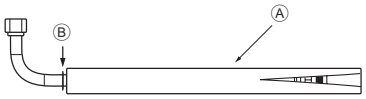
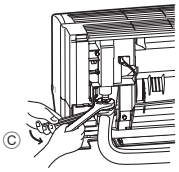

Abb. 3-8
Abb. 3-9
3. Stellen Sie eine Schnellverbindung zur aufgeweiteten Öffnung in der Richtung, in der das L-förmige Anschlussrohr ④ herausgezogen wird, her.
4. Ziehen Sie die Konusmutter mit zwei Gabelschlüsseln fest. (Abb. 3-9)
1. Scheiden Sie das L-förmige Anschlussrohr ④ an der angezeigten Stelle ab (Abb. 3-8).
2. Bringen Sie die vorher entfernte Konusmutter am geraden Teil des L-förmigen Anschlussrohrs ④ und dann am aufgeweiteten Rohrende an.
5. Schließen Sie das wie in Teil 2) beschrieben vorbereitete, L-förmige Anschlussrohr ④ schnell an der aufgeweiteten Anschlussöffnung der Innenanlage an.
6. Ziehen Sie die Konusmutter mit zwei Gabelschlüsseln fest. (Abb. 3-9)